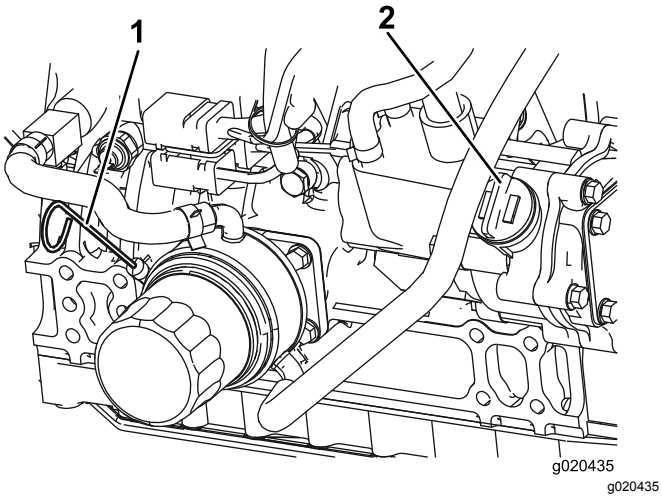

Figuur 8
Haal de peilstok er weer uit. Het oliepeil moet tot aan de FULL-markering staan (Figuur 8).
4. Als het oliepeil beneden de FULL-markering staat, verwijdert u de vuldop (Figuur 8) en vult u bij met olie totdat het oliepeil de FULL-markering bereikt. **Niet te vol vullen.**